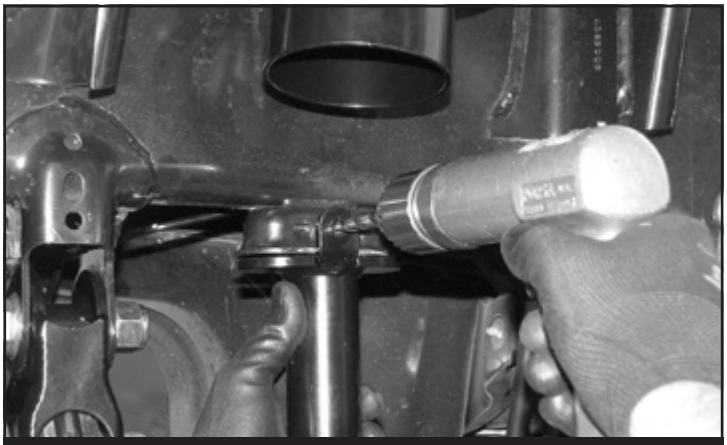

FIGURE 24 - STEP 29
29. Using the outer tab on the bump stop as a drill guide, drill a 5/16” hole all the way through the factory bump stop mount. **SEE FIGURE 24**